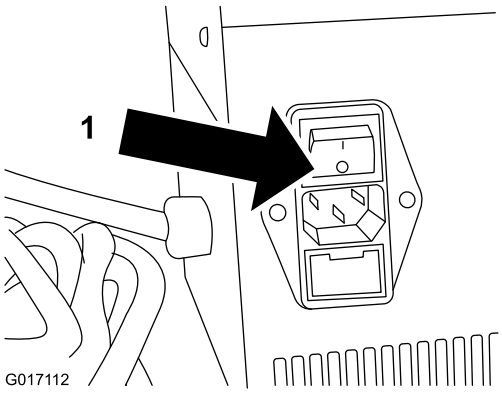

图3
1. 确保充电器关闭（图3）。
3. 关闭 eFlex 电源（图3）。